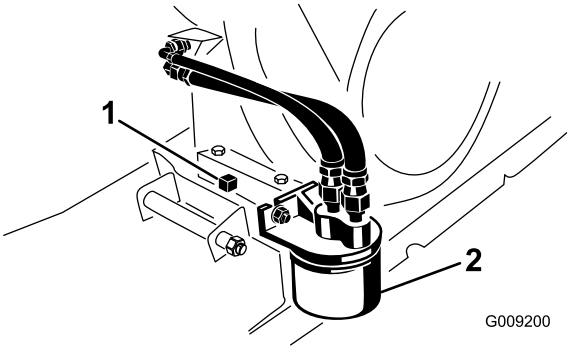

Figur 32
6. Ta bort avtappningspluggen och förslutningen (Figur 32).
2. Avlägsna det befintliga oljefiltret (Figur 32).
4. Skruva fast det nya filtret på filteradaptern tills packningen vidrör fästplattan och dra sedan åt filtret ytterligare ett halvt till tre fjärdedels varv (Figur 32).